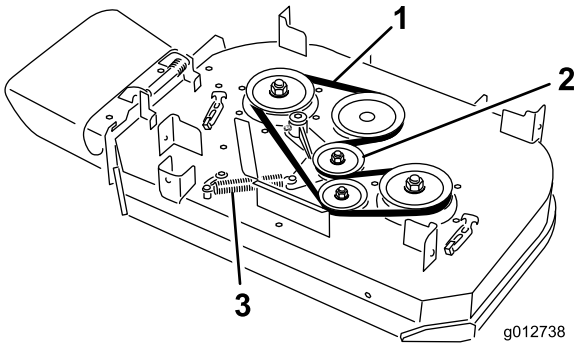

Figur 65
4. Fjern fjæren fra ankeret på lederullarmen (Figur 65).
5. Fjern den slitte klipperremmen (Figur 65).
6. Monter den nye klipperremmen rundt clutchremskiven, klippeenhetens remskriver og lederullen (Figur 65).
7. Monter fjæren på ankeret på lederullarmen (Figur 65).
6. Monter den nye klipperremmen rundt klipperremskivene og lederullen (Figur 65).
5. Fjern fjæren fra ankeret på lederullarmen (Figur 65).
6. Fjern den slitte klipperremmen (Figur 65).
7. Monter den nye klipperremmen rundt klipperremskivene, clutchremskiven og lederullen (Figur 65).
8. Monter fjæren på ankeret (Figur 65).